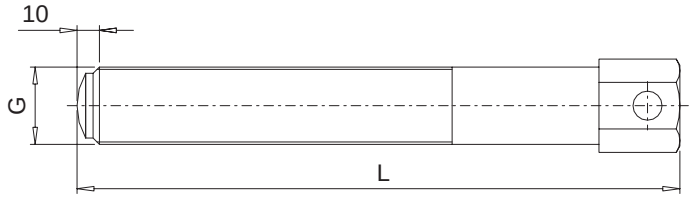
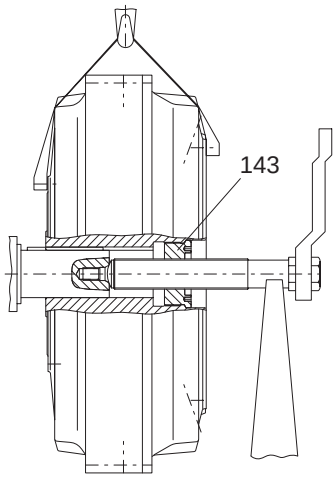

Fig. 10.5.2a
Fig. 10.5.2b
The coupling is normally pulled off with the aid of a threaded spindle, as shown in Figure 10.5.2a. The spindle is screwed into the forcing-off thread (dimension G) of the sleeve (143) and turned forward as far as the shaft stub end face and into the protective countersink in the centring thread (Figure 10.5.2b). To prevent the spindle seizing, the pressure surface and the thread must be treated with a lubricant (e.g. Molykote).